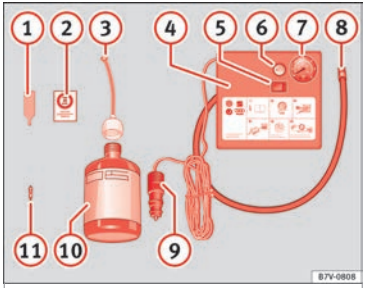

Fig. 103 Standard representation: Contents of the tyre mobility system.
The tyre mobility system is located underneath the floor covering in the boot. It includes the following components ››› **Fig. 103**:
Screw the inflator tube ››› **Fig. 103** (8) again and check the tyre pressure on the gauge (7).